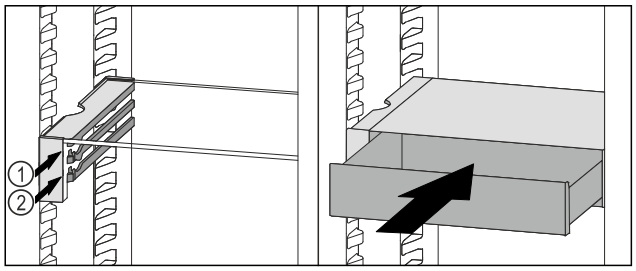

Fig. 174
▶ Așezați sertarul VarioSafe în spatele opritoarelor pe nervura dorită *Fig. 174 (1)* sau *Fig. 174 (2)*.